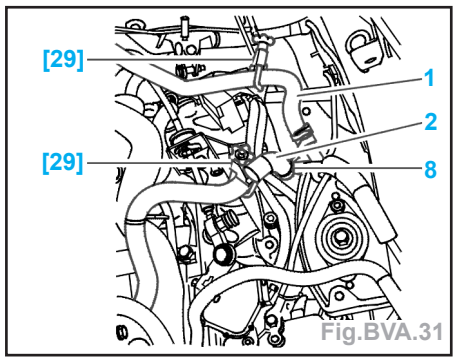

Fig.BVA.31
- Pincer les durits (1) et (2) à l'aide de l'outil [29] (Fig.BVA.31).